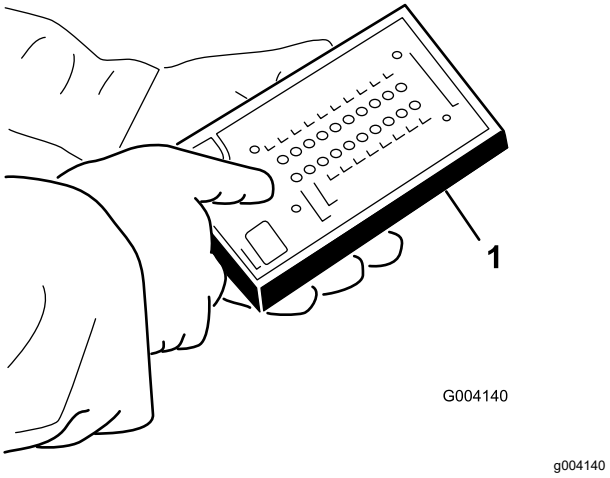

**Figure 42**
5. Branchez le connecteur de l'outil Diagnostic ACE au connecteur du faisceau de câblage (Figure 42).